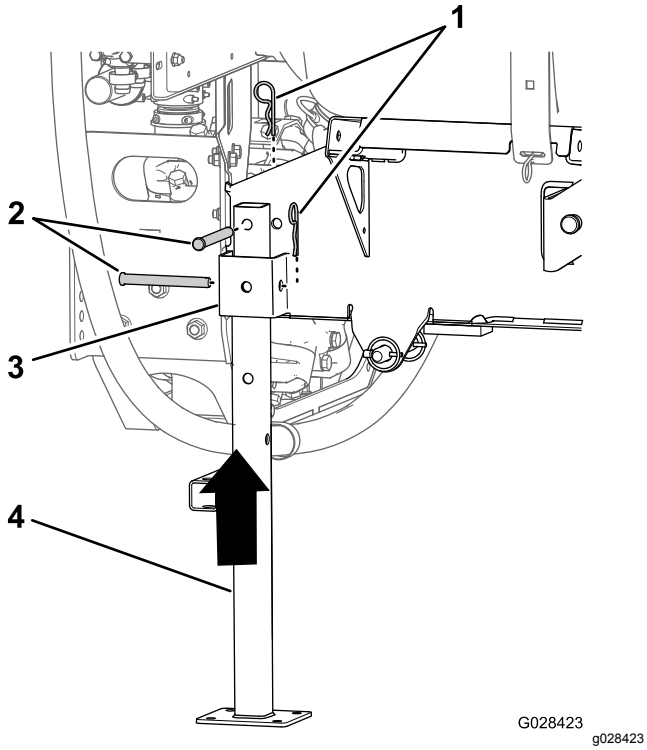

**Figur 106**
5. Rett inn bakre jekkstøtte med bakre jekkstøttemottaker (Figur 106).
6. Rett inn hullet på toppen av jekkstanden med hullet i tankens gliderramme (Figur 106).
7. Fest jekkstøtten til mottakeren og rammen med to splittpinner (½ x 4½ tomme) og to hårnåler (5/32 x 2⅝ tomme), som vist i Figur 106.